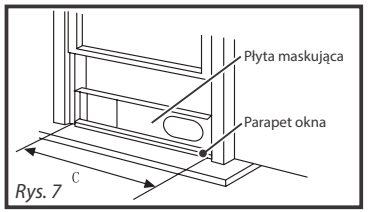

Rys. 7
2. Przymocować płytę maskującą do parapetu okna. Ustawić długość płyty maskującej wzdłuż szerokości okna, jeżeli jest to konieczne należy ją skrócić, jeżeli szerokość okna jest mniejsza niż 67,5 cm (typ I) lub 56,2 cm (typ II). Otworzyć skrzydło okna i umieścić płytę maskującą na parapecie. Patrz rys. 7.